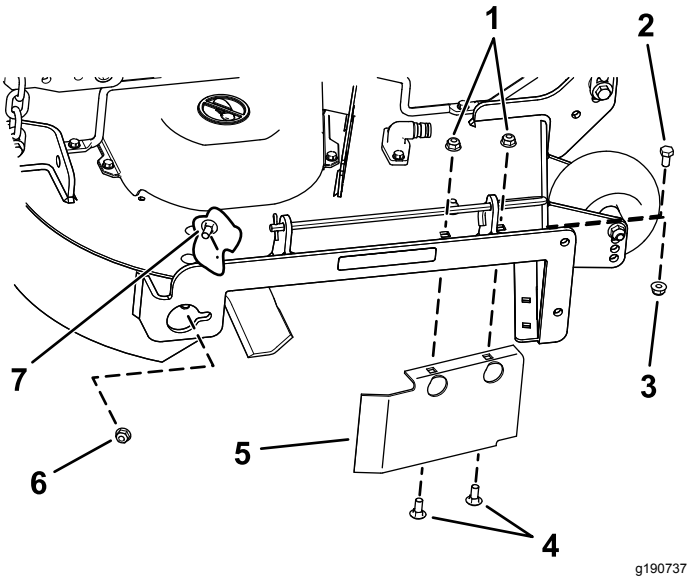

Rysunek 17
8. Odkręć śrubę zamkową (5/16 x ¾ cala) z nakrętką zabezpieczającą (5/16 cala) ze ściany tylnej podwozia tnącego mocujące przegrodę do podwozia (Rysunek 17).
9. Zlokalizuj osłonę przegrody przy przedniej krawędzi otworu wyrzutu bocznego (Rysunek 17).
10. Wykręć elementy mocujące osłonę przegrody i prawą przegrodę do podwozia tnącego kosiarki (Rysunek 17).
13. Wkręć odkręcone wcześniej elementy mocujące w przednie otwory w płycie wyrzutu oraz przedni otwór w podwoziu tnącym (Rysunek 17).